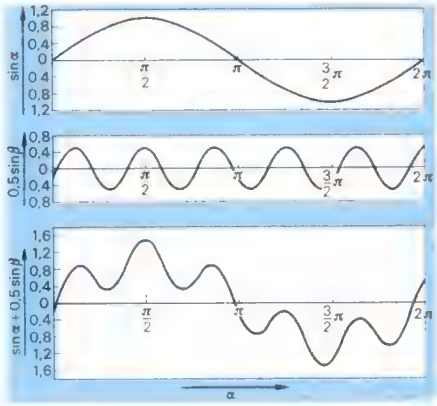

Bild 4. Durchsagekennung (DK) durch Ausstrahlen von $\beta$ = 125 Hz mit 50 % der Amplitude der Bereichsfrequenz $\alpha$ = 23,75 Hz
4. Für die Durchsagekennung wird die Frequenz 125 Hz mit halber Amplitude der Bereichsfrequenz ausgestrahlt; das ermöglicht 60 % Modulationsgrad *(Bild 4)*.